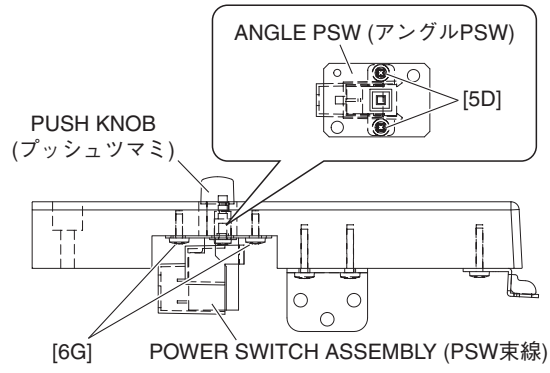

Fig. 13（図 13）
19-5. Remove the two (2) screws marked [6G]. The power switch assembly (with angle) can then be removed from the key block assembly R. (Fig. 13)
19-6. Pull out the push knob. (Fig. 13)
19-7. Remove the two (2) screws marked [5D] and separate the angle PSW and the power switch assembly (with power switch). (Fig. 13)
19-5. [6G] のネジ 2 本を外し、PSW 束線（アングル付）を外します。(図 13)
19-6. プッシュツマミを外します。(図 13)
19-7. [5D] のネジ 2 本を外し、アングル PSW と PSW 束線（パワースイッチ付）を分離します。(図 13)